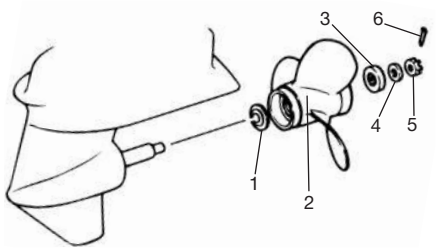
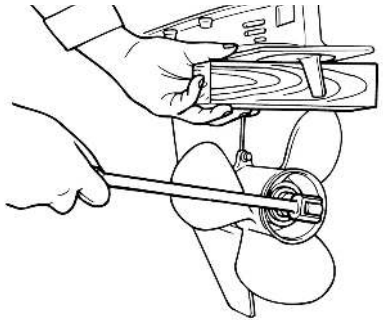

Рис. 51 Снятие гребного винта
Рис. 52 Фиксация гребного винта с помощью деревянного бруска
1. Выпрямите концы шплинта и вытяните шплинт 6 (Рис. 51) с помощью плоскогубцев.
2. Открутите гайку 5 крепления винта и снимите шайбу 4 и втулку 3 (Рис. 51). Чтобы предотвратить вращение гребного винта поместите деревянный брусок между винтом и антикавитационной пластиной (Рис. 52).
3. Сдвиньте и снимите гребной винт 2 (Рис. 51) с вала.
4. Снимите с вала упорную шайбу 1 (Рис. 51).
2. Установите на вал упорную шайбу 1, гребной винт 2, втулку 3 и шайбу 4. Накрутите гайку гребного винта 5 (Рис. 51).
3. Чтобы предотвратить вращение гребного винта поместите деревянный брусок между винтом и антикавитационной пластиной (Рис. 52) и затяните гайку гребного винта.
4. Зафиксируйте гайку гребного винта с помощью шплинта 6 (Рис. 51), концы шплинта разогните.